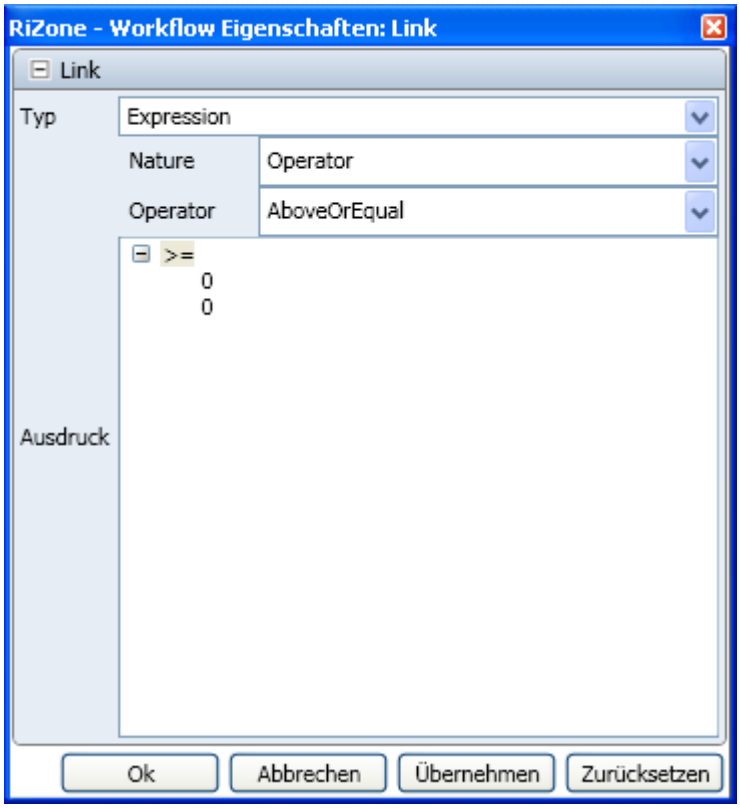

Fig. 38 Properties of an outgoing Data Gateway edge
1. Select the **Operator** in the lower window. The AboveOrEqual operator is selected in figure 38. Possible operators are: **Equal, Unequal, Above, Below, AboveOrEqual, BelowOrEqual, And, Or, NAND, NOR**.